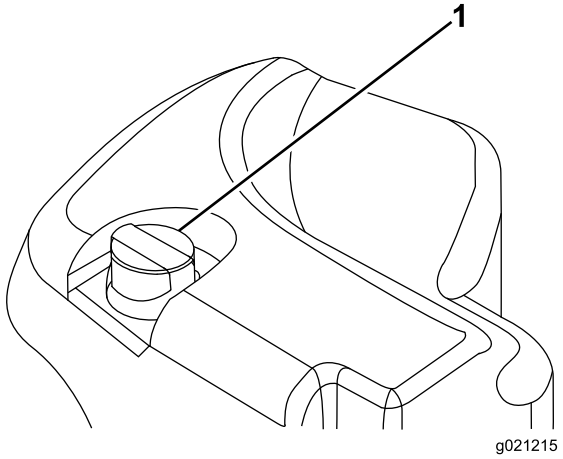

Figur 31
2. Gör rent omkring påfyllningsröret och hydraultanklocket (Figur 31).